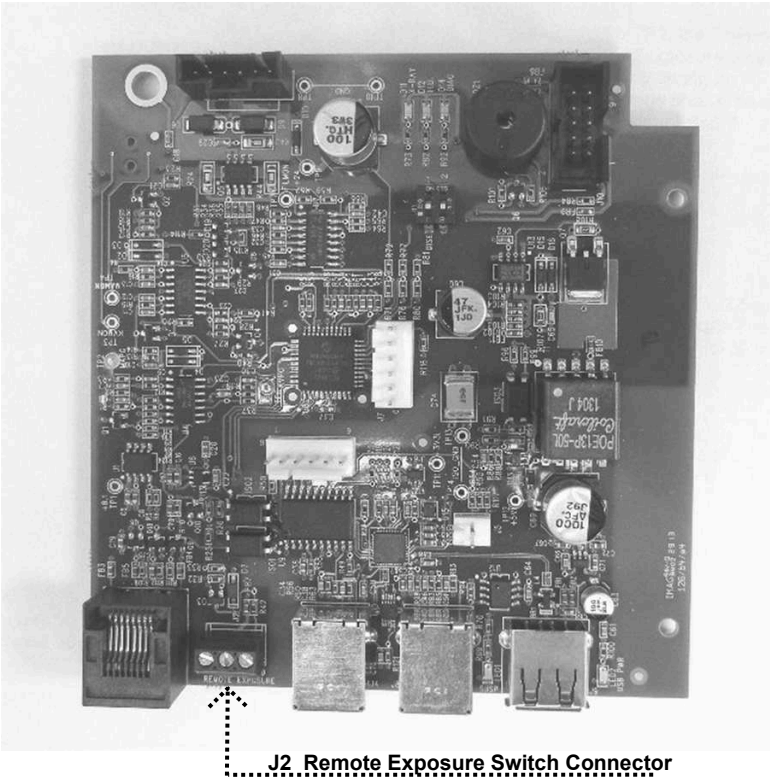

Figure 64 Logic Board 30-08160
1. If the Operator Panel indicator does not sound, inspect the condition of any remote exposure switches. Substitution is the preferred method to test these switches, although a jumper wire can be applied across the contacts of J3, shown in *Figure 64*, on the Logic Board momentarily to simulate an exposure switch closure.